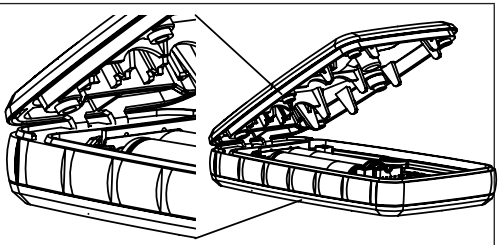

Abbildung 17. Rückseite der Abdeckung in Einbauposition
9. Bringen Sie die Rückwand des Senders wieder an (siehe Abb. 17).
7. Bringen Sie die Rückwand des Senders wieder an (siehe Abb. 17).
2. Entfernen Sie die Abdeckung, indem Sie sie vorsichtig an der Vorderseite anheben (siehe Abb. 17).
5. Schließen Sie die Abdeckung, indem Sie sie mit der Rückseite in den Sender einsetzen und dann an der Vorderseite nach unten drücken (siehe Abb. 17).